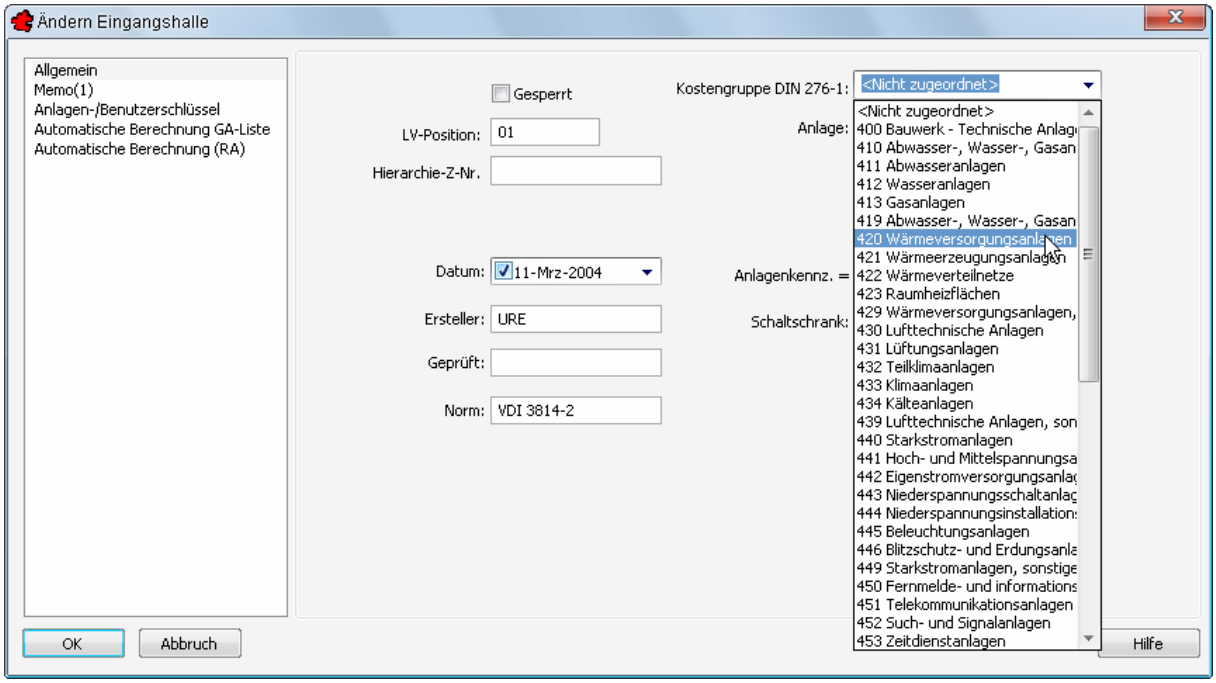

Bild 4.7 – Kostengruppe DIN 276-1
- Kostengruppe anstelle von Zweigtyp (Abb. 4.7)